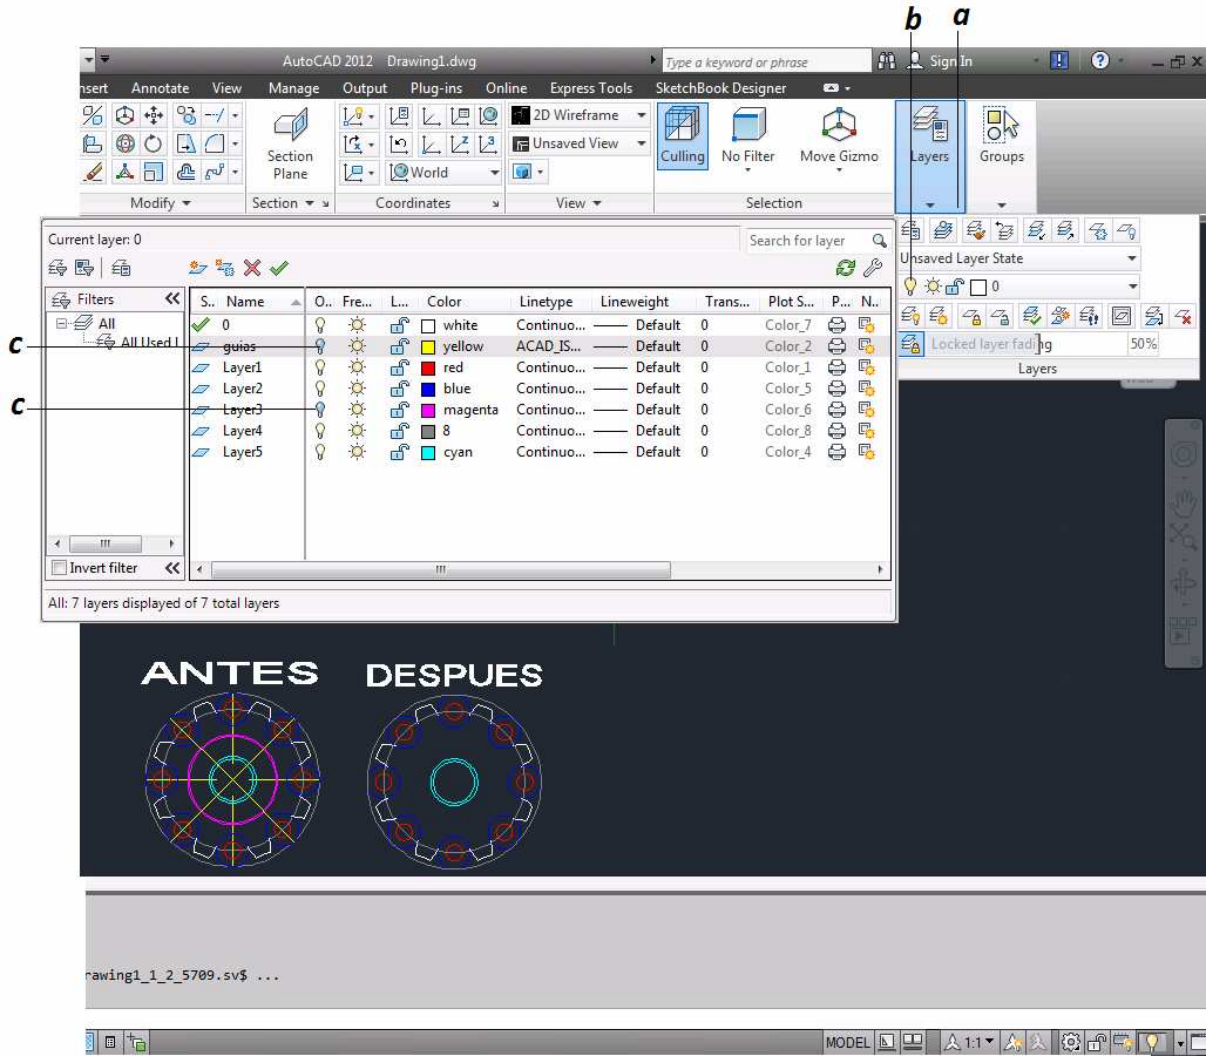

Figura 3.49 Capas "Activar o Desactivar una Capa"
a. Se selecciona el icono Capas *(figura 3.49)*.
b. Se selecciona el icono Propiedades de Capas *(figura 3.49)*.
c. Se selecciona icono activar [on] o en el icono desactivar [off], para apagar las capas seleccionadas *(figura 3.49)*.